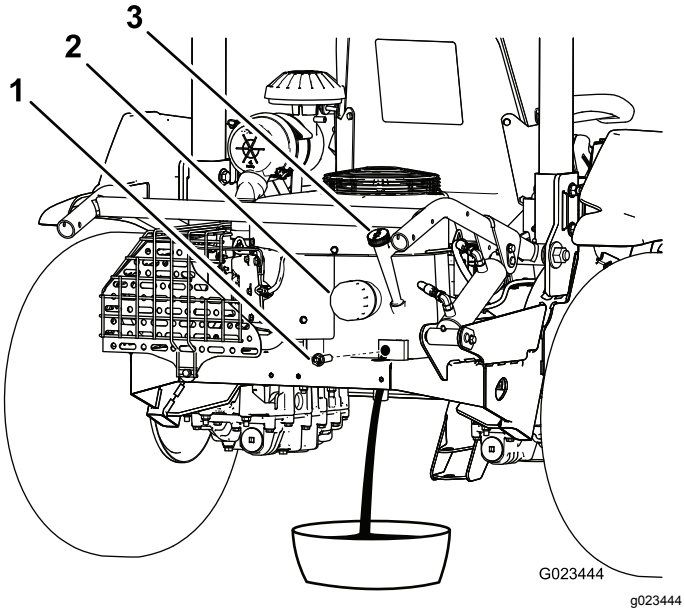

Figur 39
3. Ta bort avtappningspluggen (Figur 39) och låt olja rinna ut i ett lämpligt kärl. Sätt tillbaka avtappningspluggen när oljan har slutat att rinna.